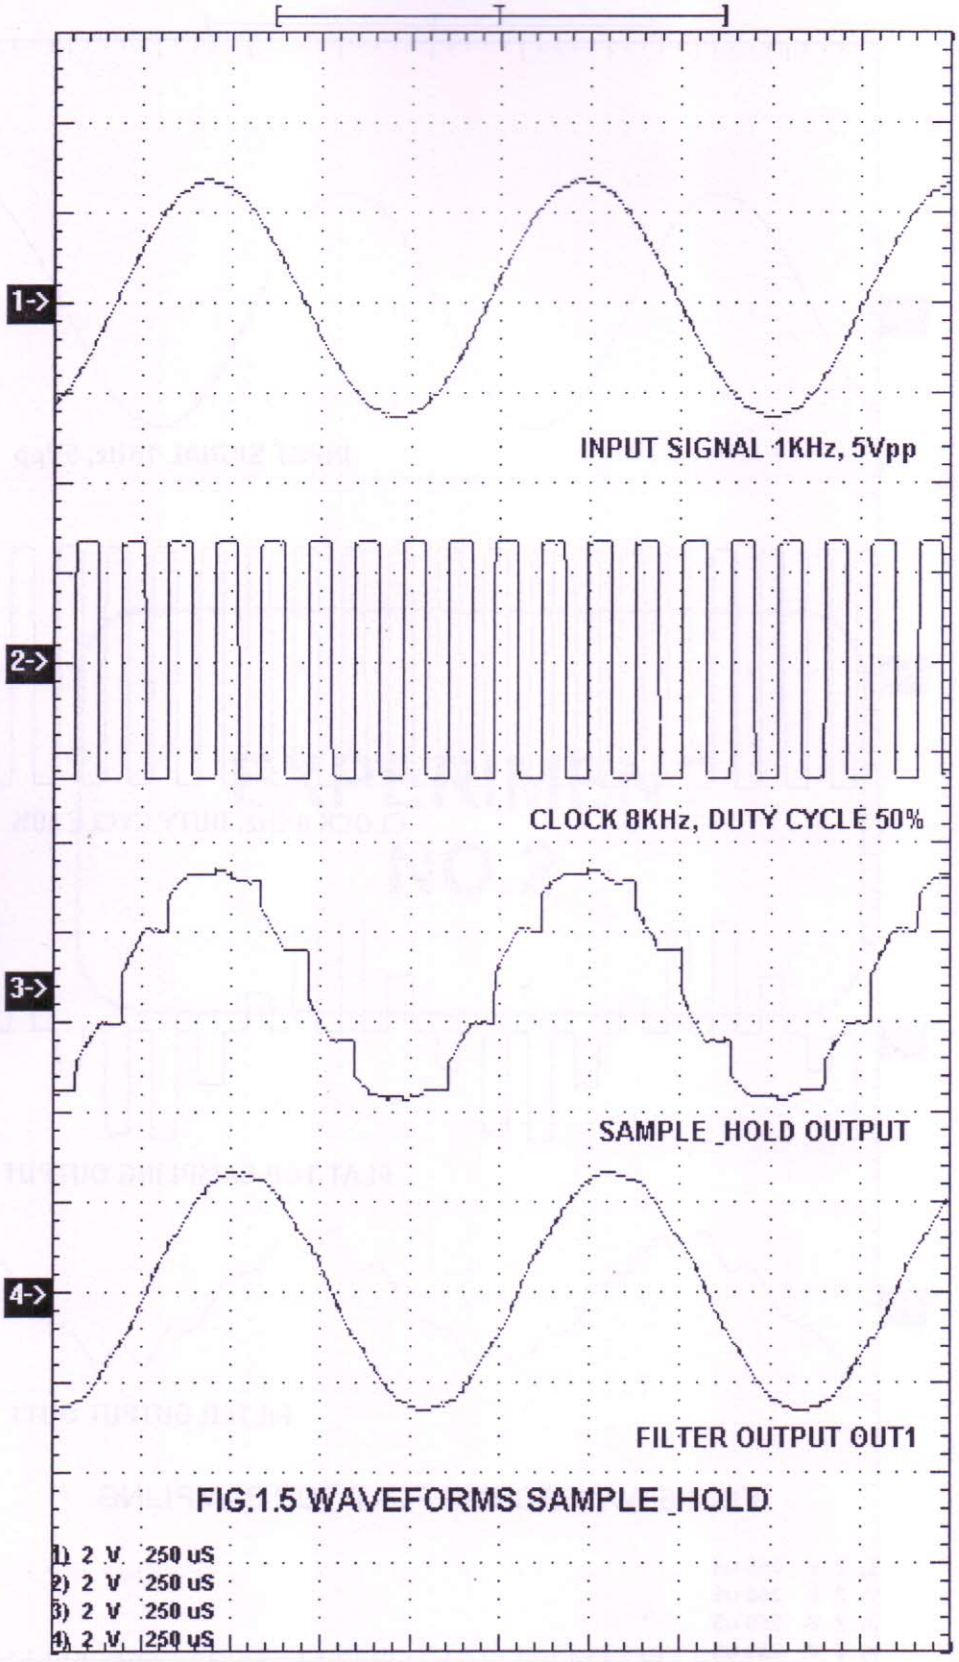

FIG.1.5 WAVEFORMS SAMPLE _HOLD
7. Connect the **OUT** post of the Sample and Hold block to the input **IN 1** post of the 2nd Order Low Pass Butterworth Filter and take necessary observation as mentioned below. (Fig. 1.5)